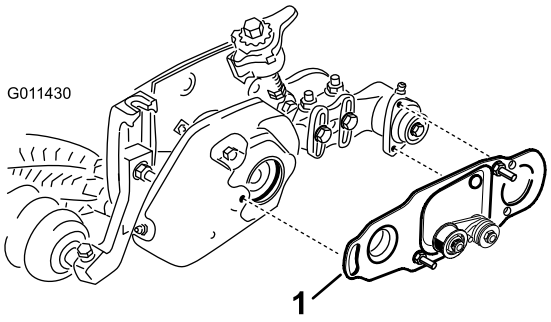

Figura 46
5. Se estiver instalada uma escova do rolo, certifique-se de que a placa da escova (Figura 46) está paralela à placa lateral da unidade de corte e está totalmente inserida nos olhais de borracha.